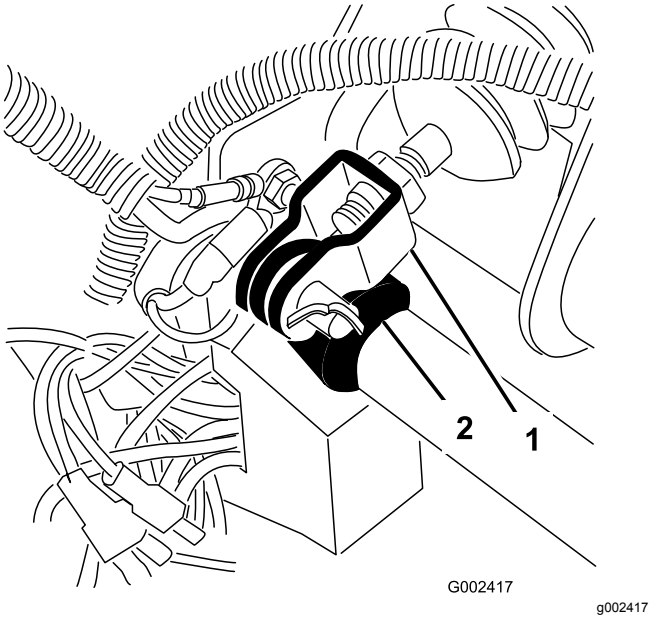

Figuur 60
1. Verwijder de R-pen en de gaffelpen waarmee de gaffel van de hoofdremcilinder is bevestigd aan het draaipunt van het rempedaal (Figuur 60).